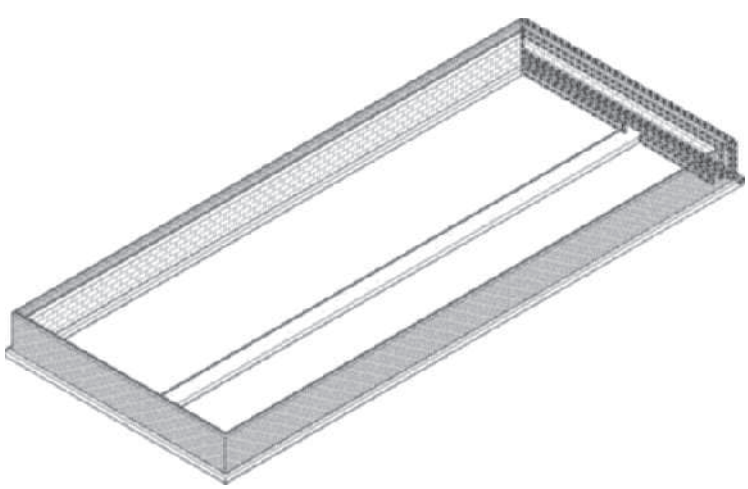

FIGURE 3.103 *Foundation walls complete*
27. Click in the left viewport. Choose Zoom **Extents** from the **Zoom** flyout menu of the Navigation bar to view the foundation as shown in Figure 3.103.